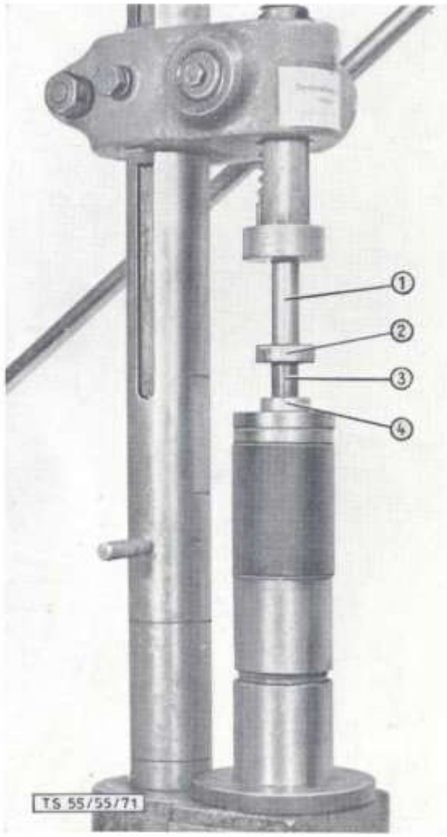

Bild 73: **Aufpressen der Kugellager auf Wasserpumpenwelle**
2. Beide Kugellager mit Wasserpumpenfett einfetten und auf Pumpenwelle aufpressen (Bild 73). Raum zwischen Kugellagern (74/3) mit Wasserpumpenfett anfüllen.